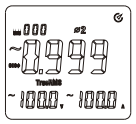

rys. 10-2
* W celu dokonania pomiaru współczynnika mocy fazy drugiej, wybierz przyciskiem SELECT fazę ϕ2. (patrz rys. 10-2).